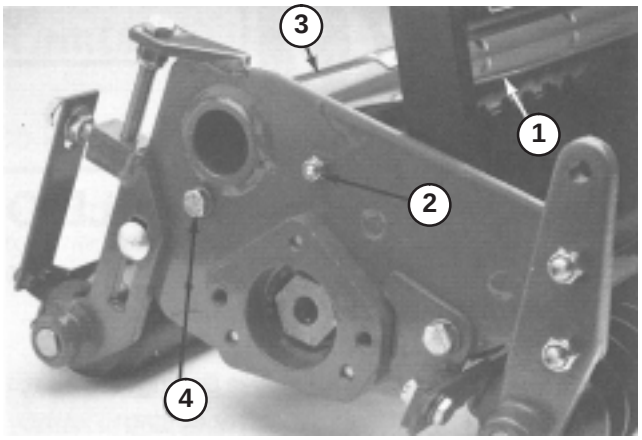

Figure 3
(Fig. 3)
1. Loosen the (2) capscrews retaining the front grass shield (Fig.3).
2. Pull top of front grass shield to desired height and tighten (2) capscrews.
1. Loosen the capscrew on the right side of the dethatcher reel, located on the pivot of the rear grass shield (Fig. 3).